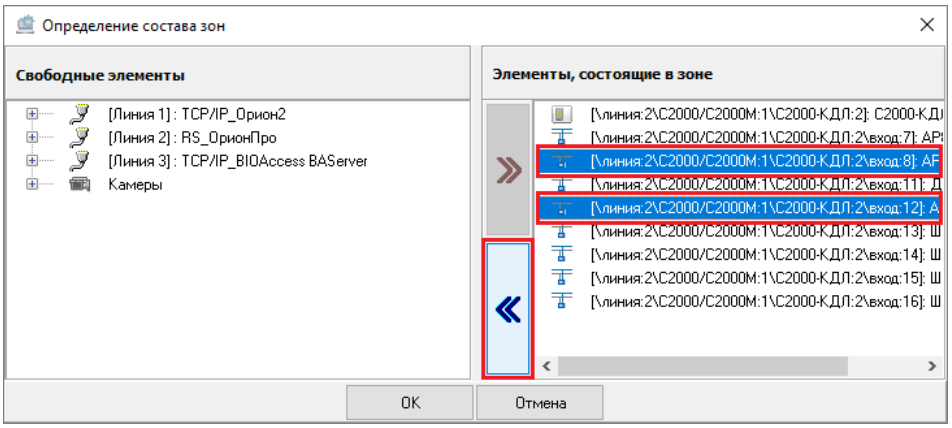

Рисунок 6-376 Удаление привязки объектов системы к системной зоне кнопкой переноса
- выделите один или несколько объектов системы в поле «Элементы, состоящие в зоне» (для выделения сразу нескольких объектов системы нажмите на клавиатуре и удерживайте клавишу <Shift> для выбора диапазона или клавишу <Ctrl> для комбинированного выбора) и нажмите кнопку переноса (см. Рисунок 6-376);